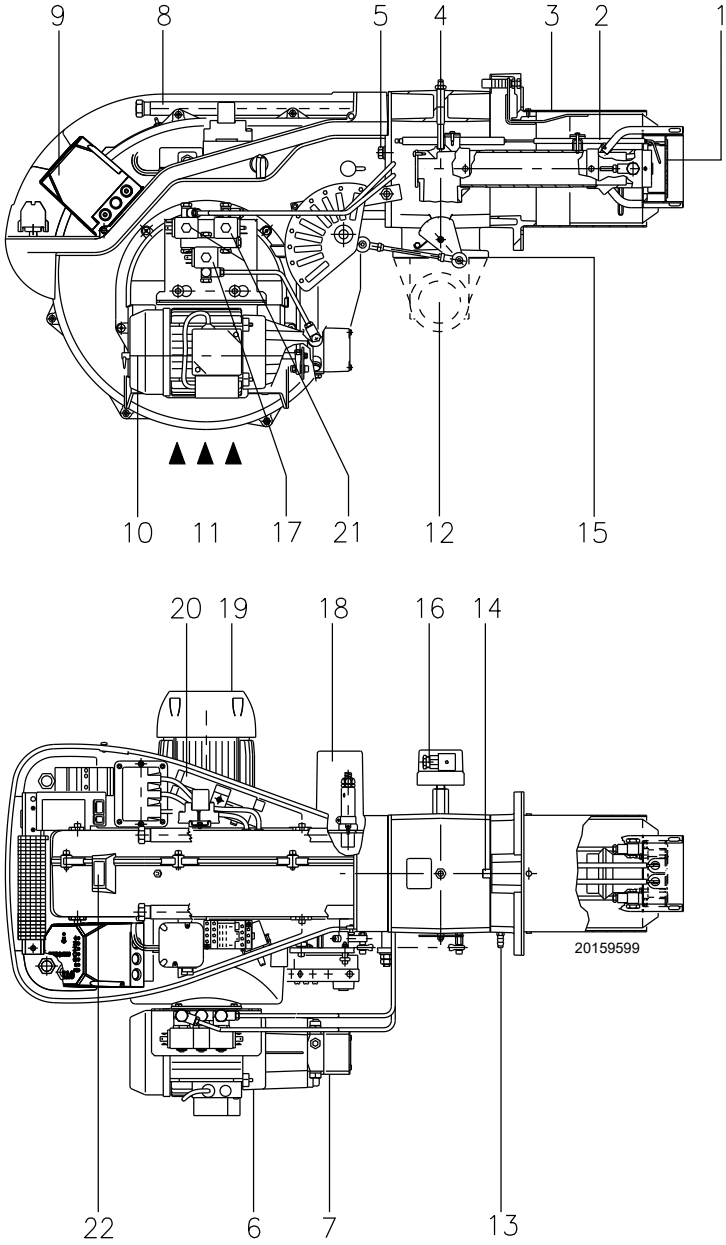

Fig. 6
(1) Conditions de référence : Température ambiante 20° C - Température du gaz 15° C - Pression barométrique 1 013 mbar - Altitude 0 m s.n.m.
(2) Pression à la prise 5)(Fig. 6) avec pression zéro dans la chambre de combustion et à la puissance maximale du brûleur.
(3) Pression sonore mesurée dans le laboratoire de combustion du constructeur, avec le brûleur fonctionnant sur la chaudière d'essai, à la puissance maximale. La Puissance sonore est mesurée selon la méthode « Free Field », prévue par la Norme EN 15036 et la classe de précision « Accuracy : Category 3 », comme décrit par la Norme EN ISO 3746.
blocage boîte de contrôle : l'allumage du bouton de la boîte de contrôle 9)(Fig. 6) signale que le brûleur s'est bloqué.